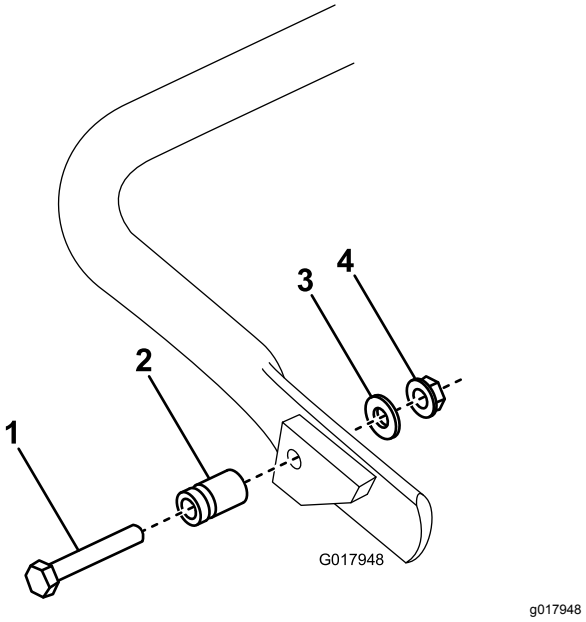

Figur 7
1. **Kun på model 04056:**Tilslut fjedertappen på højre side af støttebenet (Figur 7) med den medfølgende bolt, spændeskive og flangemøtrik.